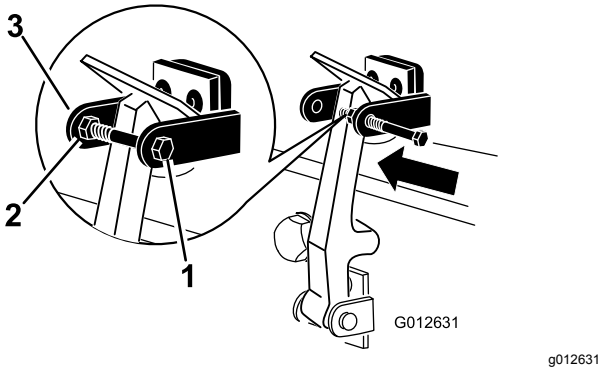

**Figuur 6**
7. Schroef de bout in de andere arm van de vergrendelbeugel om de sluiting te vergrendelen (Figuur 6). De bout stevig aandraaien, maar de moer niet.